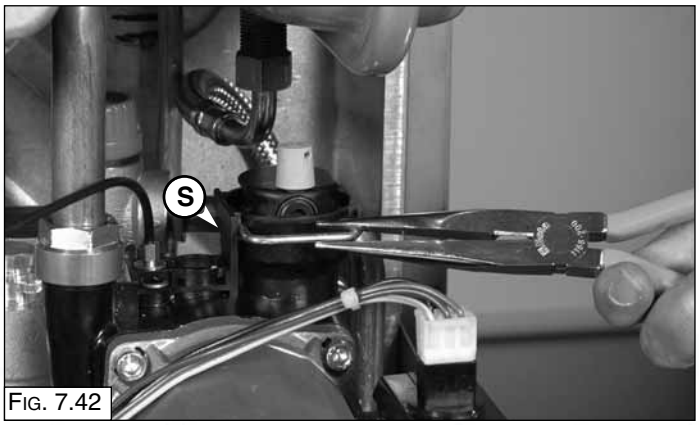

Fig. 7.42
1. Remove the U-clip **"S"** (Fig. 7.42);